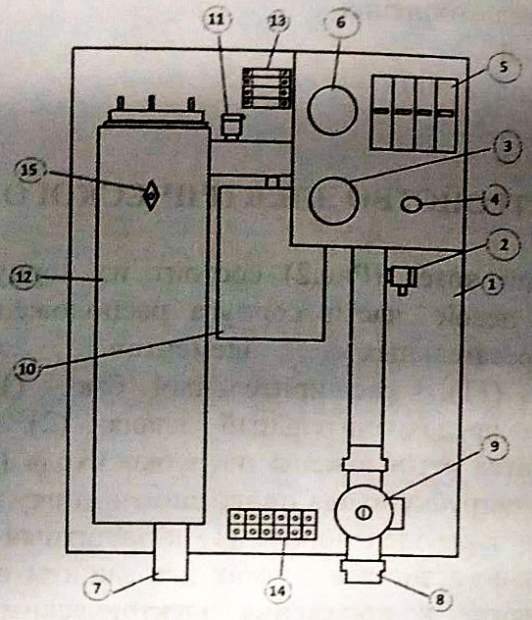

Рис. 2 – Конструкция электрического котла
Электрический котел (Рис.2) состоит из корпуса (1) сварной конструкции. В левой части корпуса расположена колба (12) с блоком нагревательных элементов. Автоматический воздухоотводчик (11), расширительный бак (10), аварийный термостат (15) и предохранительный клапан (2). В нижней части электрического котла расположены патрубки входа (8) и выхода (7) теплоносителя. К патрубку входа присоединен циркуляционный насос (9). На основании закреплен корпус (1) и защитный кожух который выполнен из стального листа и служит для защиты обслуживающего персонала от ожогов и поражения электрическим током. Кожух фиксируется на основании с помощью четырех саморезов с торцов по два с каждой стороны. При необходимости кожух можно легко снять с основания.